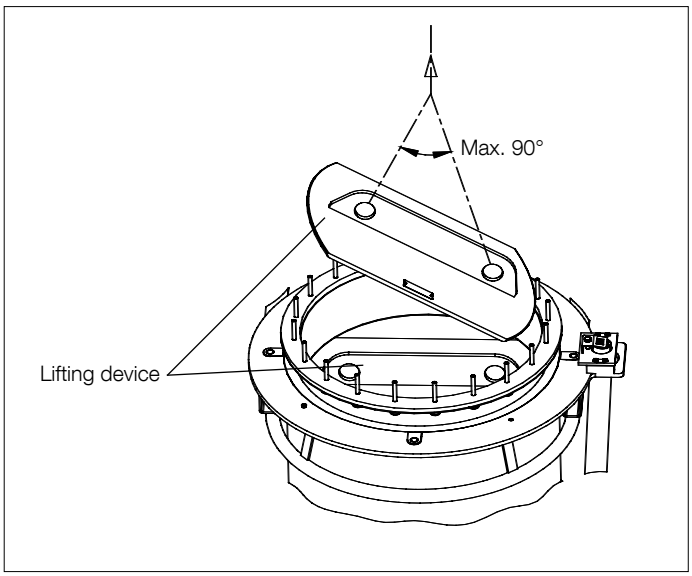

Fig. 20. Attachment of lifting device.
3. Attach the lifting device LL 135 016-A according to Fig. 20.
5. Lift the tap-changer slowly until it just touches the upper flange. Use lifting device LL 136 016-D. Attach the device at the lower flange sides. The lifting device must be tilted when attaching and removing; see Fig. 20.